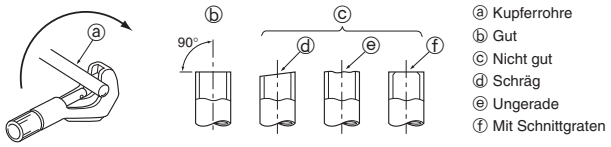

Fig. 5-2
5.2.1. Abschneiden des Rohres (Fig. 5-2)